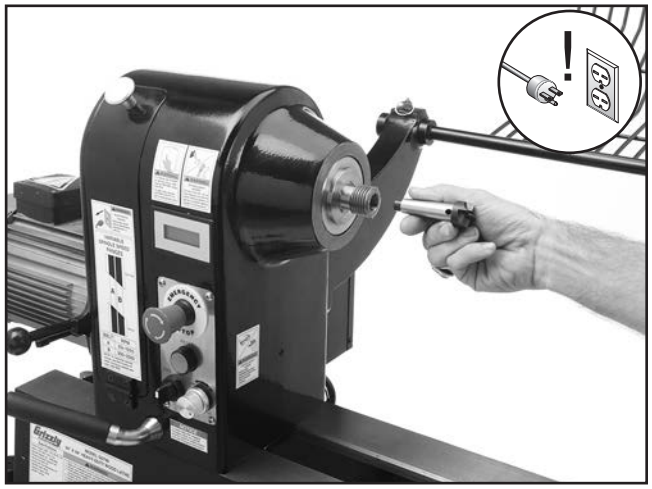

Figure 33. Installing center in headstock spindle.
3. Insert tapered end of center into spindle, and push it in with a quick, firm motion, as shown in **Figure 33**.